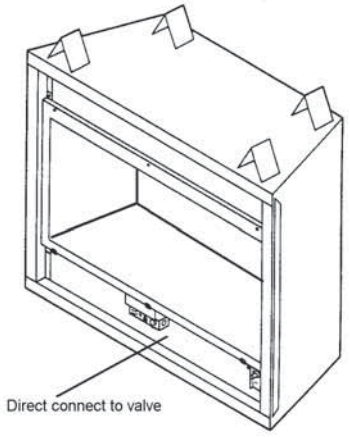
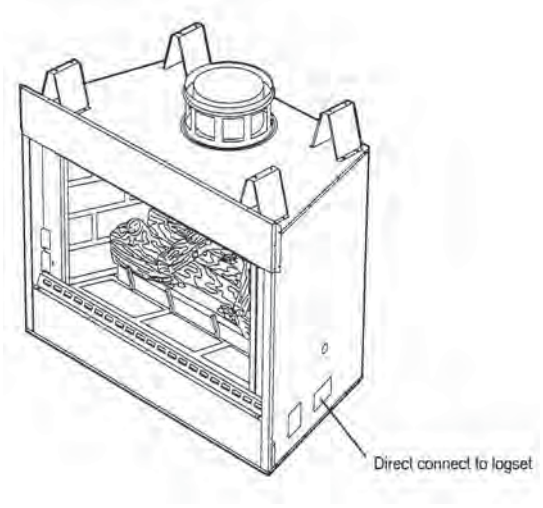

Fig. 4-69
Fig. 4-70
g) Gas Fireplace – Gastite®/FlashShield™ Flexible Gas Tubing may be used to deliver gas directly to the control valve of a gas fireplace (Fig. 4-69). Gastite®/FlashShield™ Flexible Gas Piping may also be used to deliver gas directly to the insert of a gas fireplace in decorative and heat generating fireplaces (Fig. 4-70). Per code valves shall be rigidly mounted.